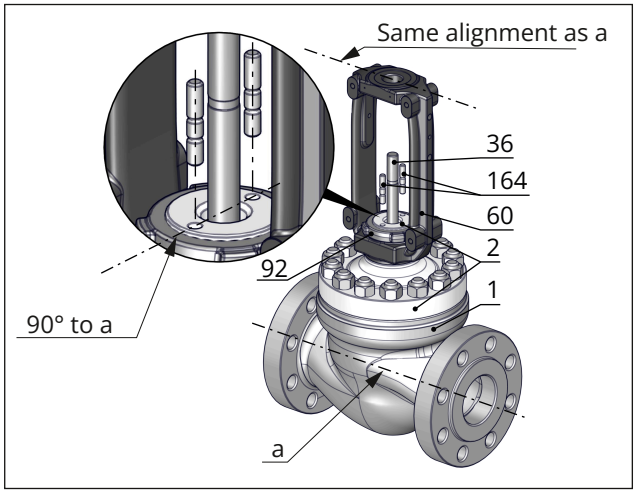

Fig. 33: *Alignment of bonnet on the valve body and alignment of yoke on the bonnet*
9. Place a new spiral wound gasket (17) on the valve body (1). Before inserting the gasket, clean the seating surface and check for damage.
10. Place a new spiral wound gasket (126) on the support element (63) or seat retainer (124). Before inserting the gasket, clean the seating surface and check for damage.
11. Place the valve bonnet (2/21) including yoke (60) from the top over the plug/piston stem (36) onto the body (1). Observe the alignment (see Fig. 33). The two boreholes on the top of the bonnet must be at a right angle to the pipeline axis.
12. Firmly press the plug/piston (5) into the seat (4), while fastening down the valve bonnet (2/21) with the body nuts (14). Tighten the body nuts (14) gradually in a crisscross pattern. Observe tightening torques.
13. Carefully slide the packing parts over the plug/piston stem (36) into the packing chamber using a suitable tool. Refer to the documentation of the spare packing for the correct sequence and alignment of the parts.
14. Screw in and hand-tighten threaded bushing (8).
15. Tighten threaded bushing (8) gradually applying the specified tightening torque.